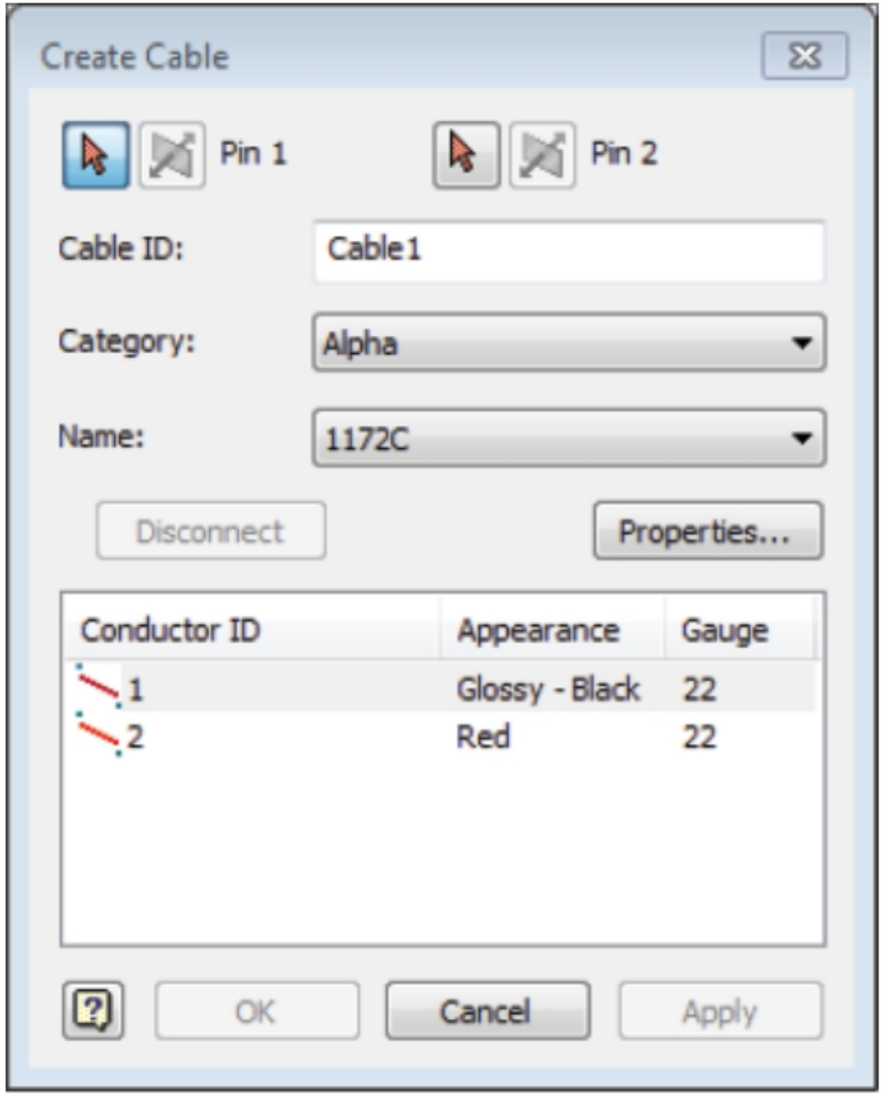

Figure-50. Create Cable dialog box
- Click on the **Create Cable** tool from the **Create** panel in the **Cable and Harness** tab of the **Ribbon**. The **Create Cable** dialog box will be displayed as shown in Figure-50.